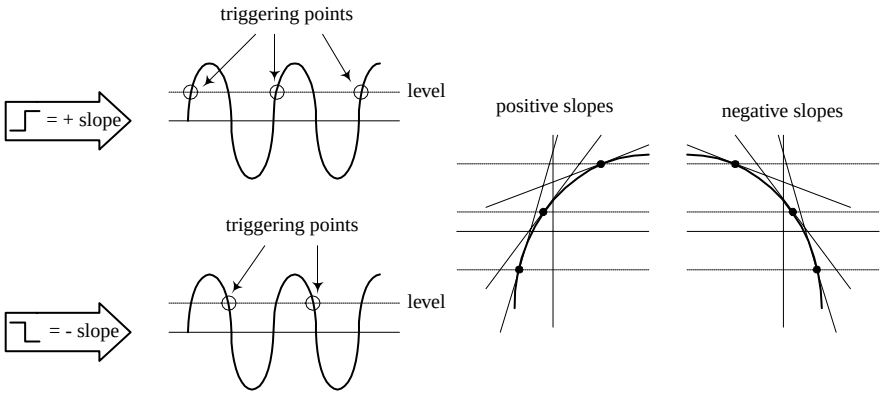

FIGURE 14.30
- *SLOPE button.* Selects the point at which a scope will trigger. When positive slope is selected, the scope will only begin a sweep when the signal voltage crosses the LEVEL voltage during a positive sloping rise. (LEVEL voltage is explained a few lines down.) A negative slope setting initiates a sweep to occur when the signal crosses the LEVEL voltage during a negative sloping fall (see Fig. 14.30).